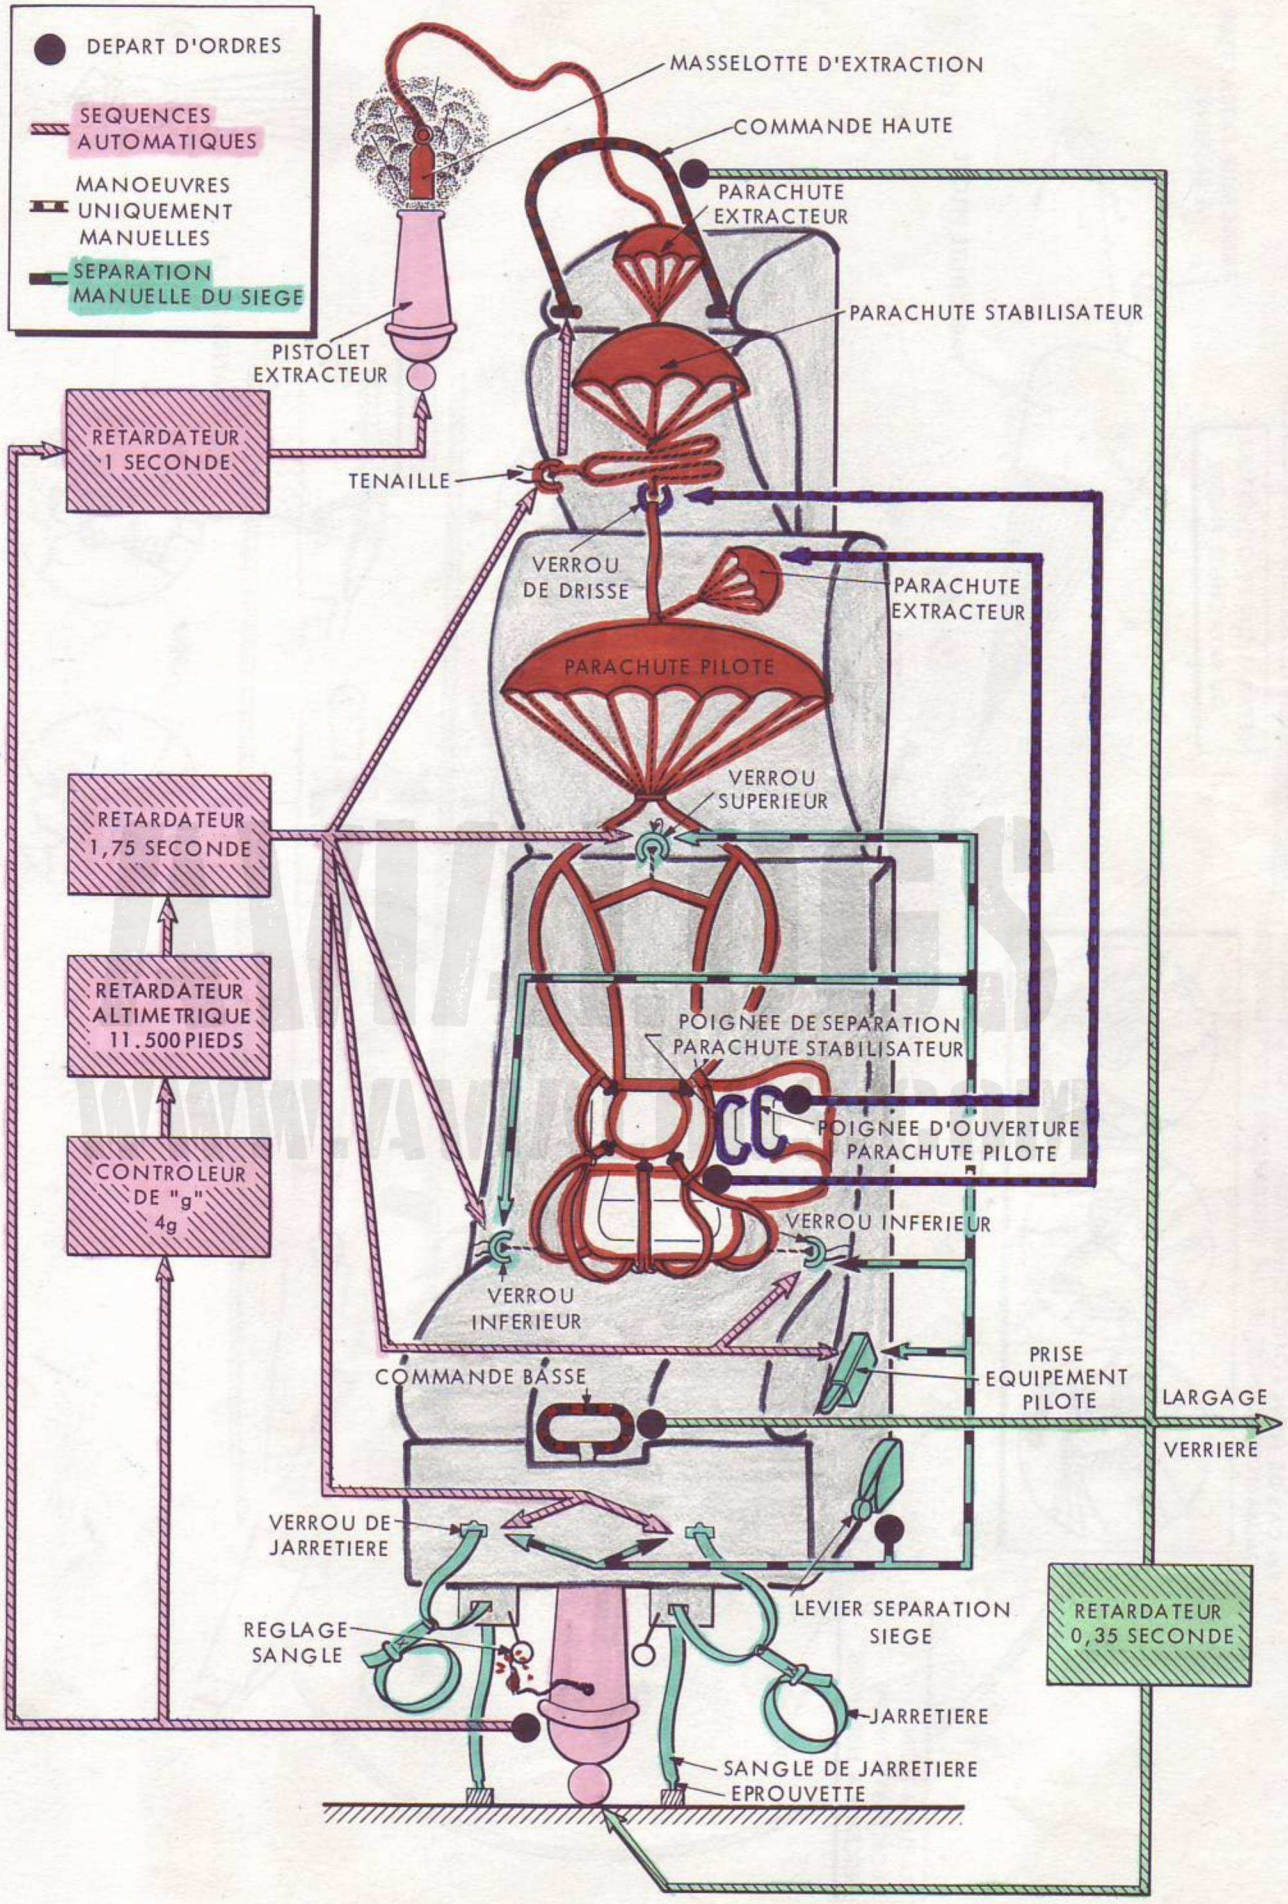

FIGURE 7 - FONCTIONNEMENT DU SIEGE EJECTABLE
13.1.2.11 - Fonctionnement normal (Fig. 7 et 8)